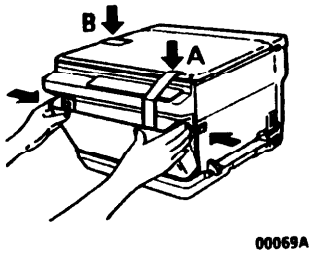

Рис. 9
2. (Рис. 9): нажав на кнопки с обеих сторон аппарата, открыть переднюю крышку.